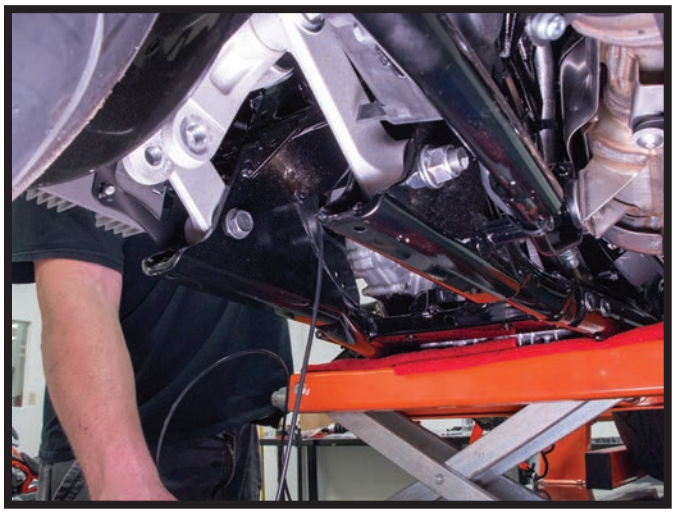

FIGURE 27
12. PULL THE OTHER END OF THE 4MM HOSE THROUGH THE FRAME BETWEEN THE SWING ARM AND DRIVE SHAFT. (FIGURES 27, 28)